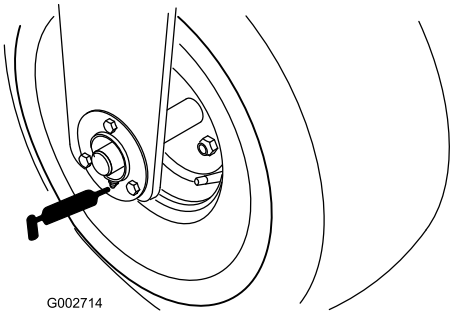

Figur 21
- Forreste hjulleje (1) (Figur 21)